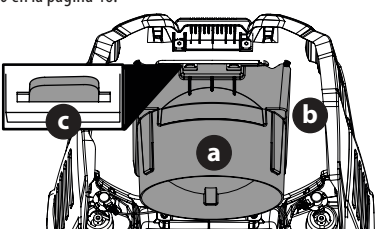

Fig. 10
1. Inserte las lengüetas traseras (c) como se muestra en la Fig. 10 en la página 46.